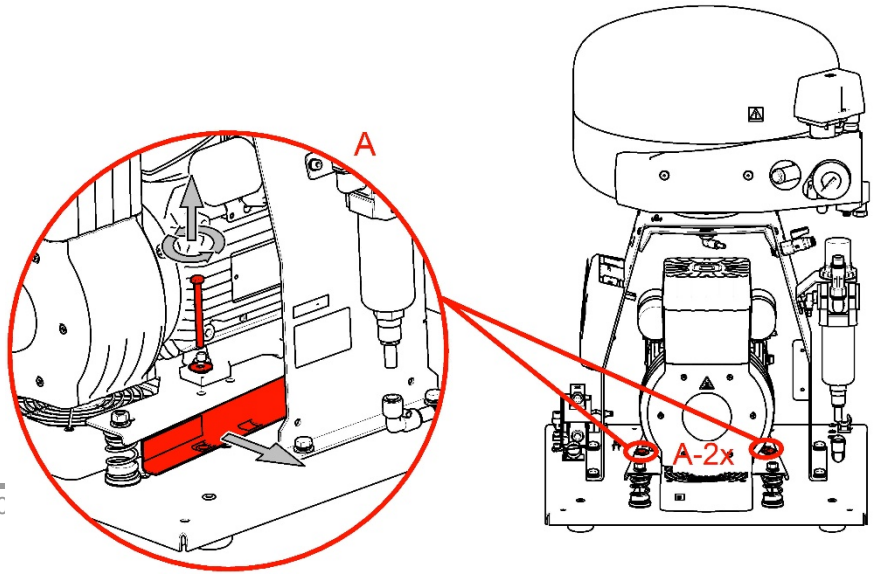

Fig. 6
- Retirez les stabilisateurs de transport des agrégats. (Fig. 6)